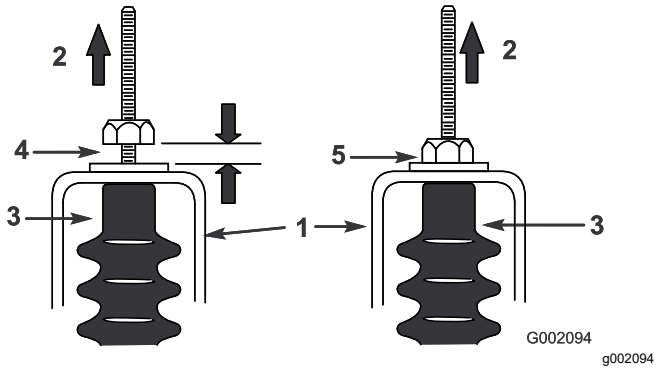

Figura 49
5. Tire hacia arriba de cada cable de cambio y asegúrese de que hay una distancia de 0,76–1,52 mm entre la tuerca/arandela y la pletina de punto muerto (Figura 49).